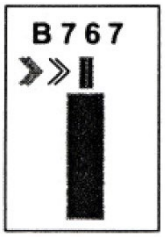

Figure 2
3.4 Look for the flashing red arrow and solid yellow arrow, which provide azimuth guidance information. The flashing red arrow shows which direction to steer, while the solid yellow arrow gives an indication of how far the aircraft is off the centerline (see figure 2)